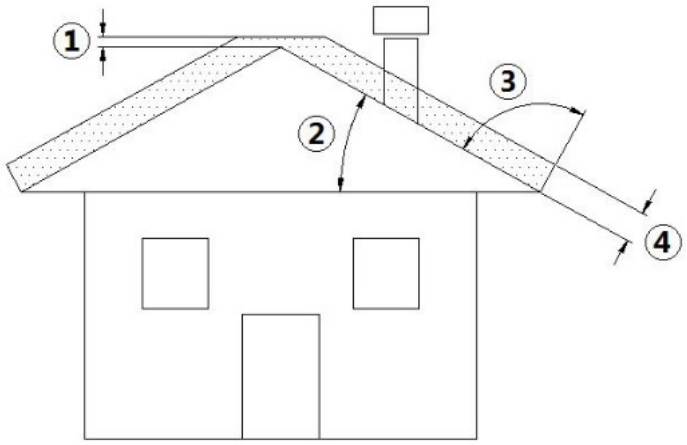

Fig. 2 - Geneigtes Dach
LEGENDE	*Fig. 2 auf S. 8*
- Die Höhe des Auslasses in die Atmosphäre muss außerhalb des Rückflussbereichs liegen, der durch die Form des Daches oder durch Hindernisse hervorgerufen wird, die sich in unmittelbarer Nähe befinden (siehe **Fig. 2 auf S. 8**).